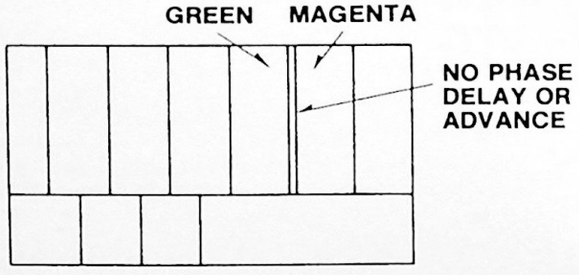

Figure 60 Y-C Timing
2. Adjust Y-C timing control (R3171) located on the Luminance Board so that no phase delay or overlap occurs between the green and magenta color bars, Figure 60.
Connect scope through a 15K ohm resistor to TP 706 (Figure 60).